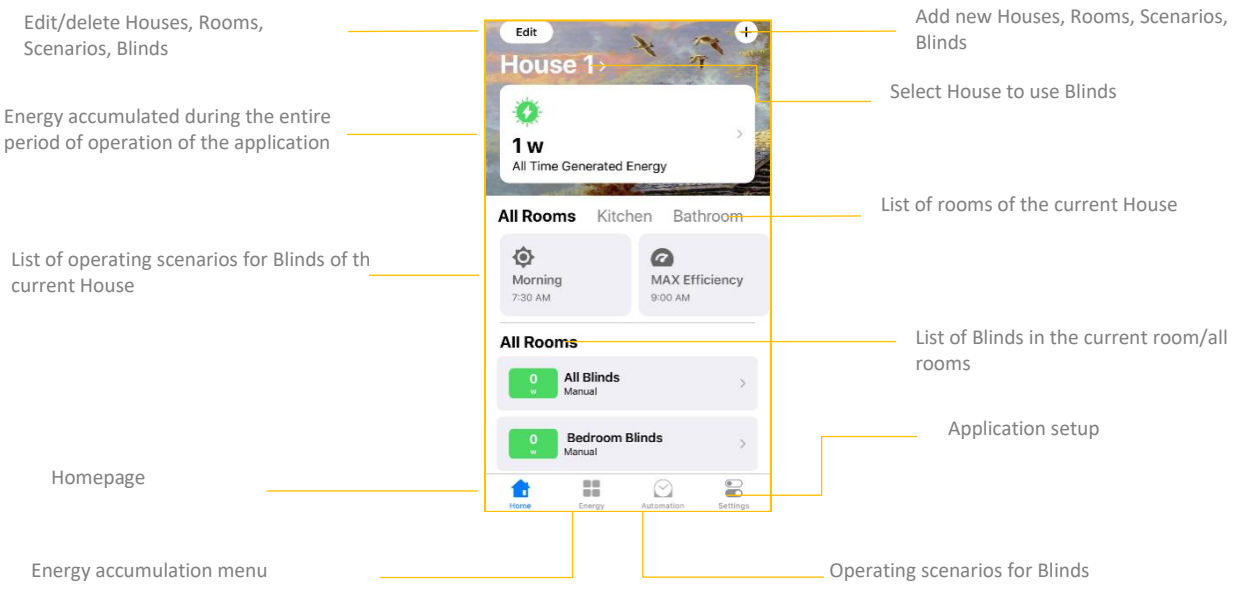

Figure 12
10.3. Overview of application homepage – Home *(Fig. 12)*